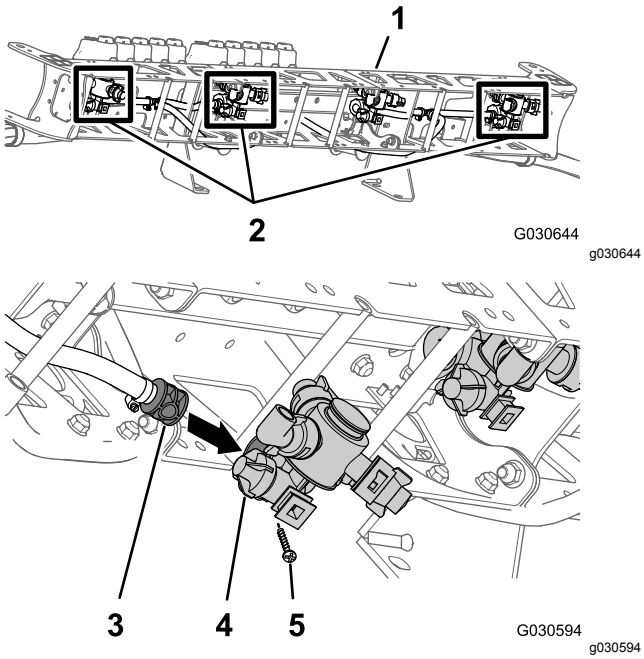
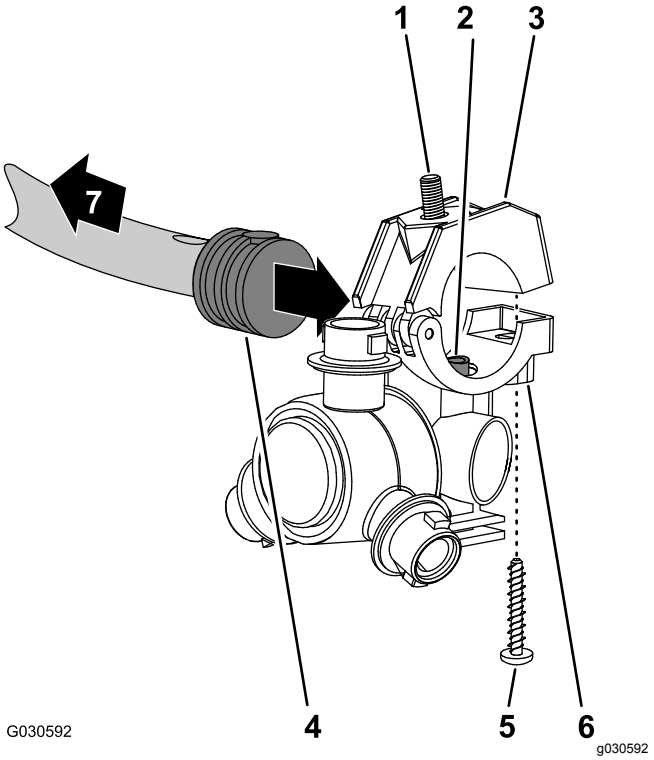

Figur 120
Figur 121
3. Ved den midtre bomseksjonen justerer du overgangsrøret i salen til en sprederdyse (Figur 120 og Figur 121) med hullet i slangeskaftets side med mothake på én side (1/2 tomme).
4. Lukk den øvre klemmehalvdelen rundt slangeskaftet med mothake og fest klemmehalvdelen og sprederdysekroppen (Figur 121) med skruen i rustfritt stål (nr. 12 x 1-1/4 tomme).